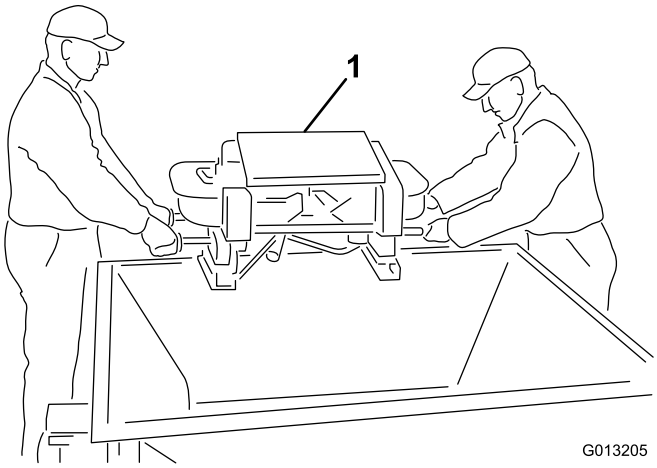

**Figur 5**
4. Dette trin kræver to personer. Løft den dobbelte spinder ud af tragtbeholderen ved hjælp af den dobbelte spinders ydre håndtag. Stil den dobbelte spinder på jorden (Figur 5).